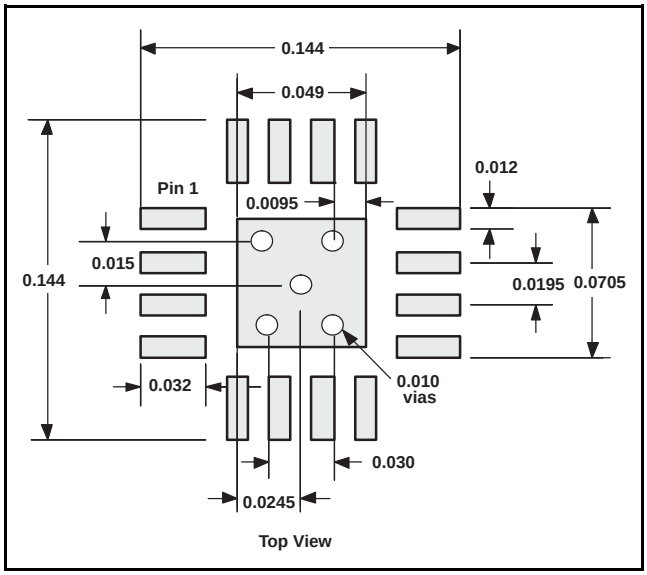

Figure 54. PowerPAD PCB Etch and Via Pattern
9. The recommended printed circuit board (PCB) footprint for the THS4511 is shown in Figure 54.
1. Prepare the PCB with a top side etch pattern as shown in Figure 54. There should be etch for the leads as well as etch for the thermal pad.
- Changed item 9 in the *Layout Recommendations* section 23
- Moved Figure 54 and associated paragraph to *PowerPAD PCB Layout Considerations* section 24